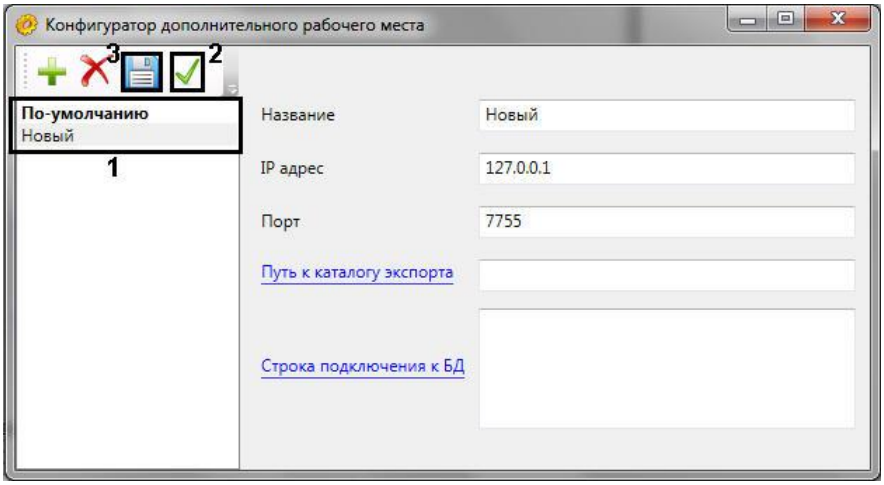

Рис. 5.3—1 Выбор активного АТМ-Интеллект АРМ
1. Запустить утилиту *Конфигуратор дополнительного рабочего места* (Рис. 5.3—1).
2. Выделить требуемый *АТМ-Интеллект АРМ* в списке (см. Рис. 5.3—1, 1).
3. Нажать на кнопку (см. Рис. 5.3—1, 2).
4. Нажать на кнопку (см. Рис. 5.3—1, 3).